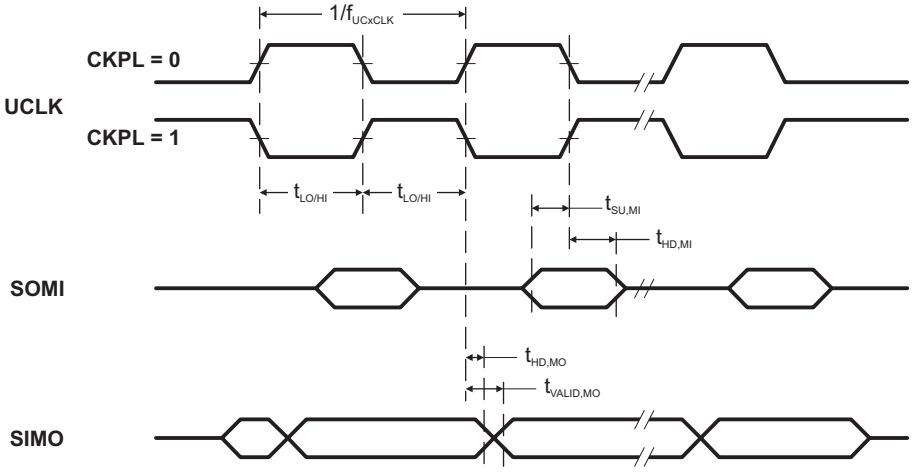
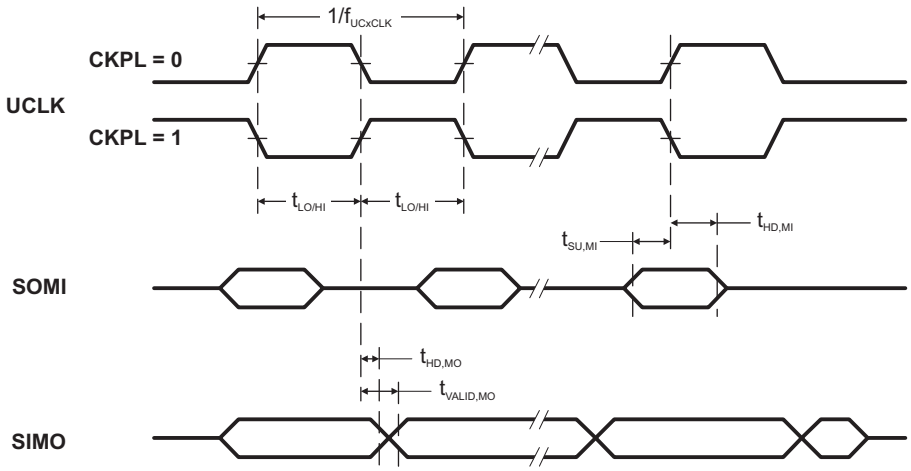

Figure 17. SPI Master Mode, CKPH = 0
Figure 18. SPI Master Mode, CKPH = 1
(2) Specifies the time to drive the next valid data to the SIMO output after the output changing UCLK clock edge. See the timing diagrams in Figure 17 and Figure 18.
(3) Specifies how long data on the SIMO output is valid after the output changing UCLK clock edge. Negative values indicate that the data on the SIMO output can become invalid before the output changing clock edge observed on UCLK. See the timing diagrams in Figure 17 and Figure 18.
(2) Specifies the time to drive the next valid data to the SOMI output after the output changing UCLK clock edge. See the timing diagrams in Figure 17 and Figure 18.
(3) Specifies how long data on the SOMI output is valid after the output changing UCLK clock edge. See the timing diagrams in Figure 17 and Figure 18.